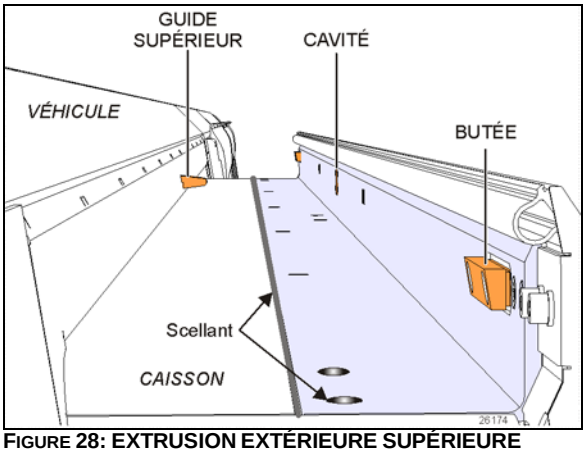

FIGURE 28: EXTRUSION EXTÉRIEURE SUPÉRIEURE
2. Positionner le commutateur d'allumage du véhicule à OFF. En suivant la procédure de contournement manuel (paragraphe 5), sortir la rallonge coulissante de quelques pouces afin que les vis de l'extrusion extérieure placées sur le haut de la rallonge coulissante soient accessibles de l'extérieur (Figure 28).
4. En utilisant un couteau, couper le produit d'étanchéité entre l'extrusion supérieure et le toit (Figure 28). Ensuite, dévisser et démonter les vis de l'extrusion extérieure centrale et les deux vis des deux extrusions d'extrémité.
Utiliser un couteau pour couper le scellant entre l'extrusion supérieure et le toit. (Figure 28)
10. Après avoir terminé, suivre la procédure de contournement manuel pour sortir la rallonge coulissante afin de réinstaller l'extrusion extérieure. Appliquer un scellant adéquat sur les vis de l'extrusion extérieure et entre l'extrusion, le toit et les bords pour prévenir l'infiltration d'eau (Figure 28)